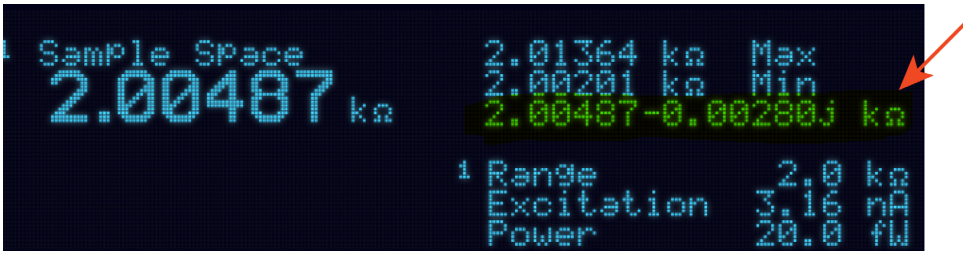

FIGURE 2-4 ***Display showing impedance measurement***
Impedance (Z) is generally represented as Z = R + jX, where R is resistance in ohms, j is the imaginary component and X is reactance, also in ohms. This is represented slightly differently in the Model 372 and is shown below in FIGURE 2-4.